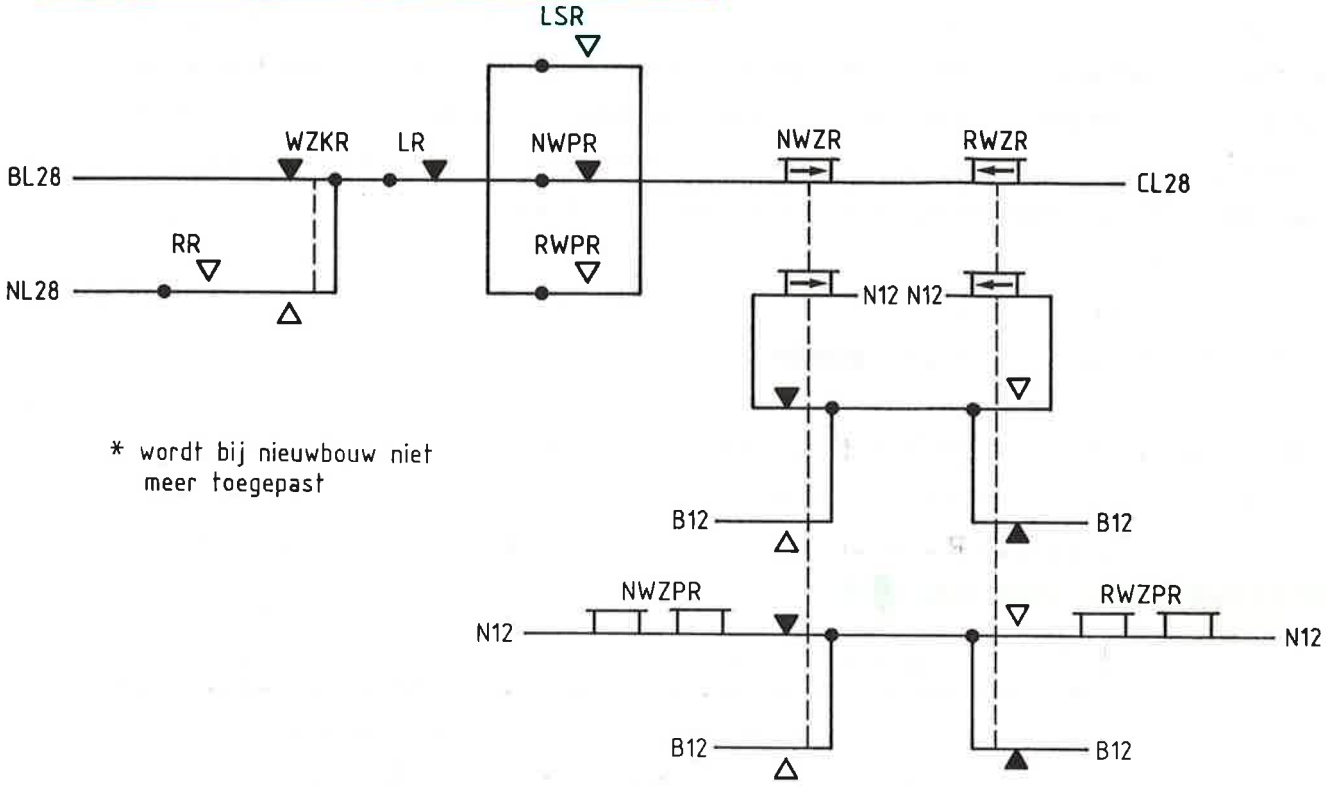

afb. 104
7.2.2 Het wisselstuurcircuit (afb. 104)